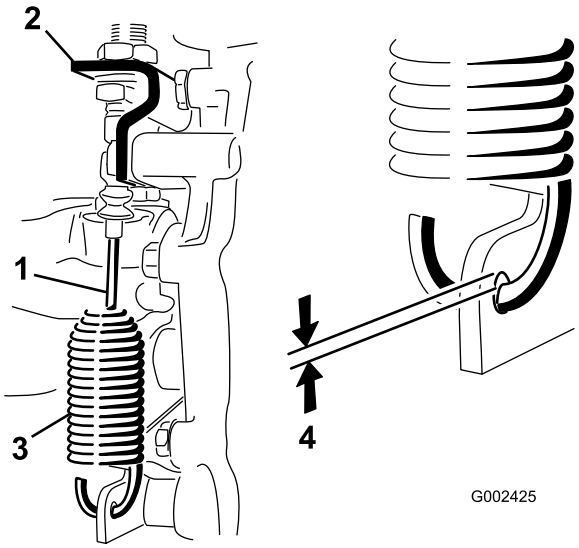

Figuur 53
2. Draai de contramoeren los waarmee de kabel van de differentieelgrendel vastzit aan de beugel op de transaxle (Figuur 53).